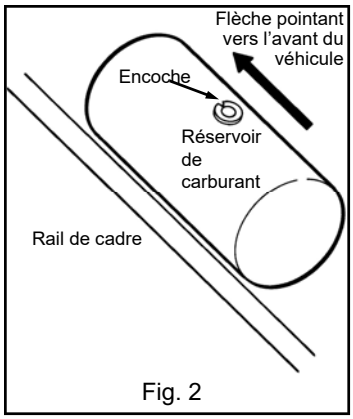
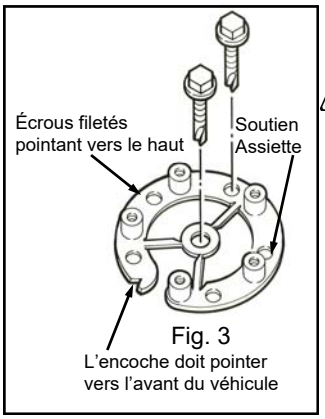

Fig. 2
Fig. 3
7. (Suite) - Pour référence ultérieure, l'encoche sur la plaque de support doit pointer vers l'avant du véhicule. Voir la figure 2. À l'aide des deux vis autotaraudeuses autoperceuses A-608 fournies, fixer temporairement la plaque de support au réservoir. Voir la figure 3.